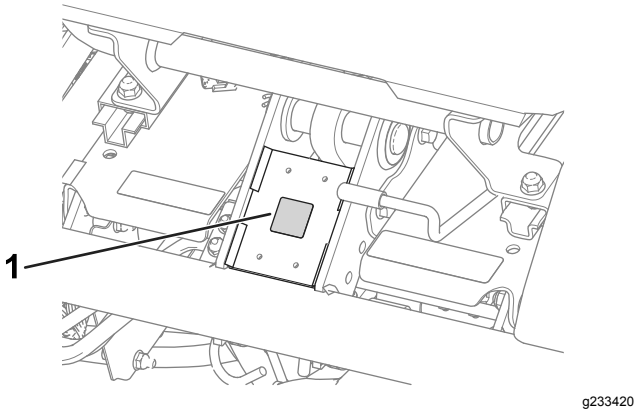

Rysunek 9
- Przyklej etykietę ze znakiem CE do ramy pod przednią częścią fotela (Rysunek 9).